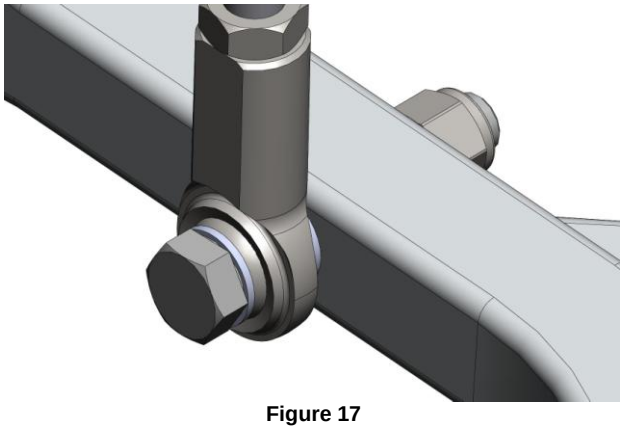

Figure 17
b. Attach rod-end onto right control arm with 3/8-24 bolt, washer, bearing (rod-end), washer, control arm, washer and nut. See **Figure 17**.